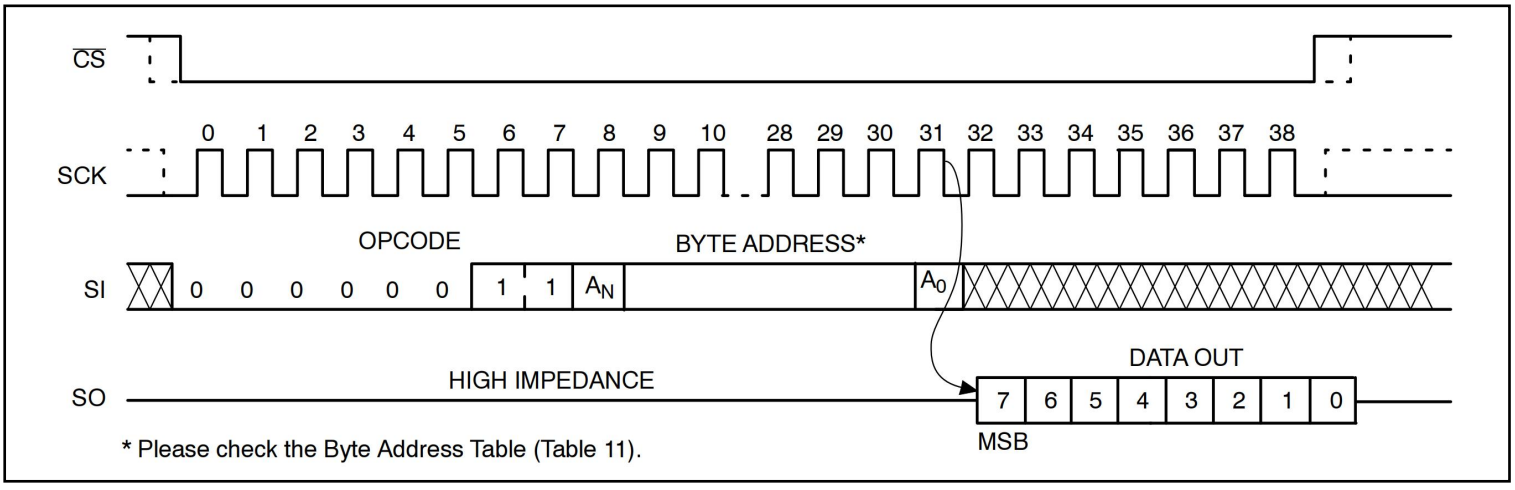

Figure 9. READ Timing
Read from Memory Array：To read from memory, the host sends a READ instruction followed by a 24_bit address (see Table 11 for the number of significant address bits). After receiving the last address bit, the CAT25M01 will respond by shifting out data on the SO pin (as shown in Figure 9). Sequentially stored data can be read out by simply continuing to run the clock. The internal address pointer is automatically incremented to the next higher address as data is shifted out. After reaching the highest memory address, the address counter " rolls over to the lowest memory address, and the read cycle can be continued indefinitely. The read operation is terminated by taking CS high.
Read Identification Page：Reading the additional 256_byte Identification Page (IP) is achieved using the same Read command sequence as used for Read from main memory array (Figure 9). The IPL bit from the Status Register must be set (IPL = 1) before attempting to read from the IP. The [A7:A0] are the address significant bits that point to the data byte shifted out on the SO pin. If the CS continues to be held low, the internal address register defined by [A7:A0] bits is automatically incremented and the next data byte from the IP is shifted out. The byte address must not exceed the 256_byte page boundary.